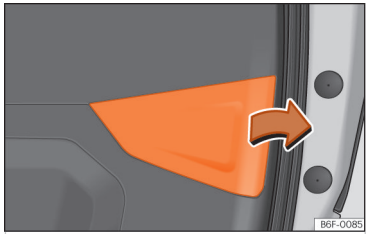

Abb. 172 Geöffnete Heckklappe: Abdeckung entfernen.
- Nehmen Sie die Gepäckraumklappe in Pfeilrichtung ab ››› (Abb. 172).